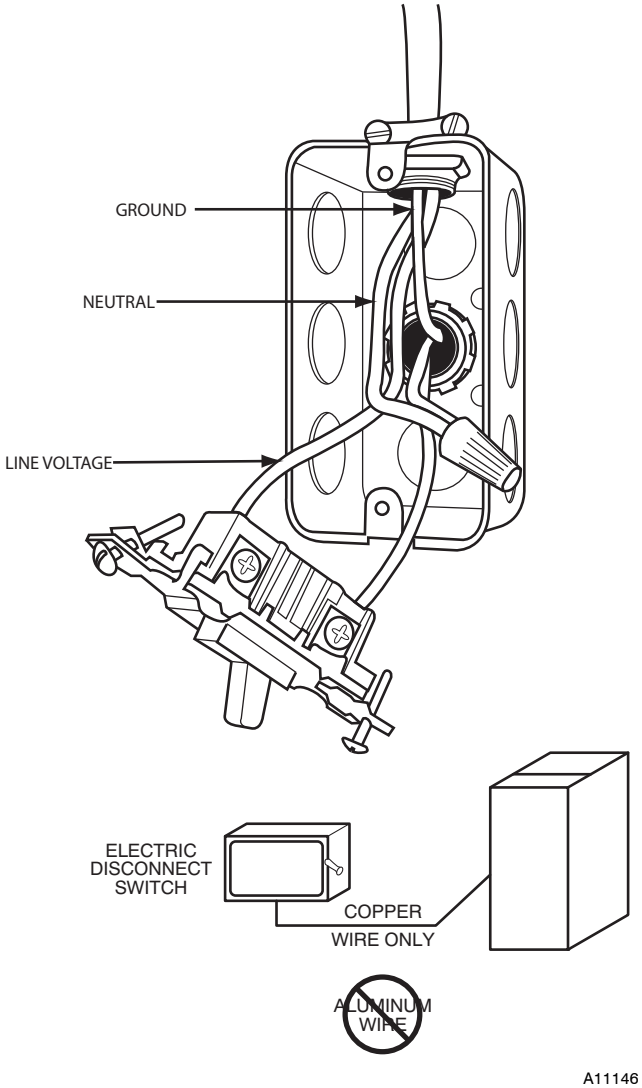

**Fig. 31 - Field-Supplied Electrical Box on Furnace Casing**
Do not connect aluminum wire between disconnect switch and furnace. Use only copper wire. See Fig. 31.
1. Fasten a field-supplied external electrical box to the outside of the casing by driving two field-supplied screws from inside electrical box into casing. See Fig. 31.
9. Complete external disconnect wiring and installation. Connect line voltage leads as shown in Fig. 31. Use best practices (NEC in U.S.A. for wire bushings, strain relief, etc., CANADA: Canadian Electrical Code CSA C22.1)